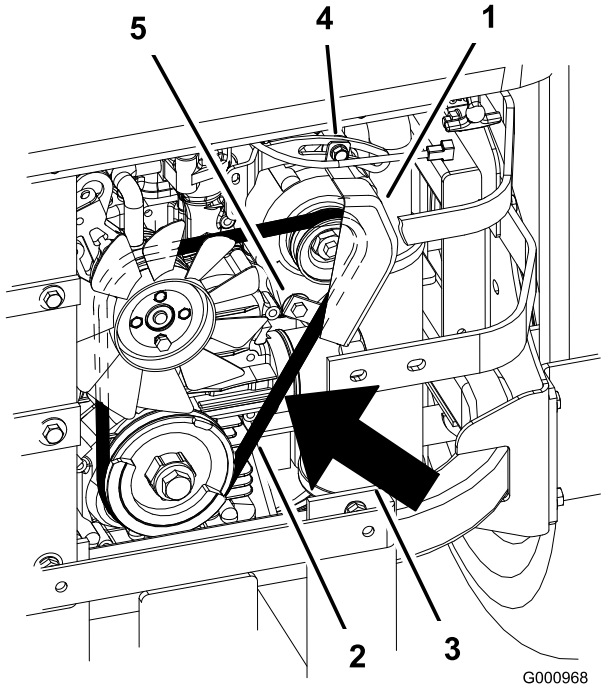

**Figur 72**
7. Løsn den nederste bolt, og fjern den øverste bolt, der holder generatoren og dækslet (Figur 72).
9. Før en ny rem rundt om remskiverne og generatoren (Figur 72).
14. Løsn den nederste bolt, og fjern den øverste bolt, der holder generatoren og dækslet (Figur 72).
2. Juster generatoren til ydersiden, indtil der er 7–9 mm afbøjning i remmen mellem motoren og generatorens remskiver med en kraft på 10 kgf (Figur 72).
5. Hvis bøjningen er korrekt, skal den nederste og øverste bolt strammes (Figur 72).